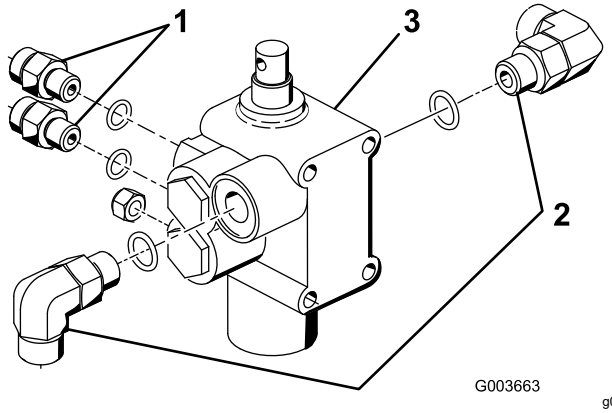

Figura 8
1. Enrosque ambas as uniões de 90° e as duas uniões hidráulicas retas na nova válvula de elevação como se mostra na Figura 8.